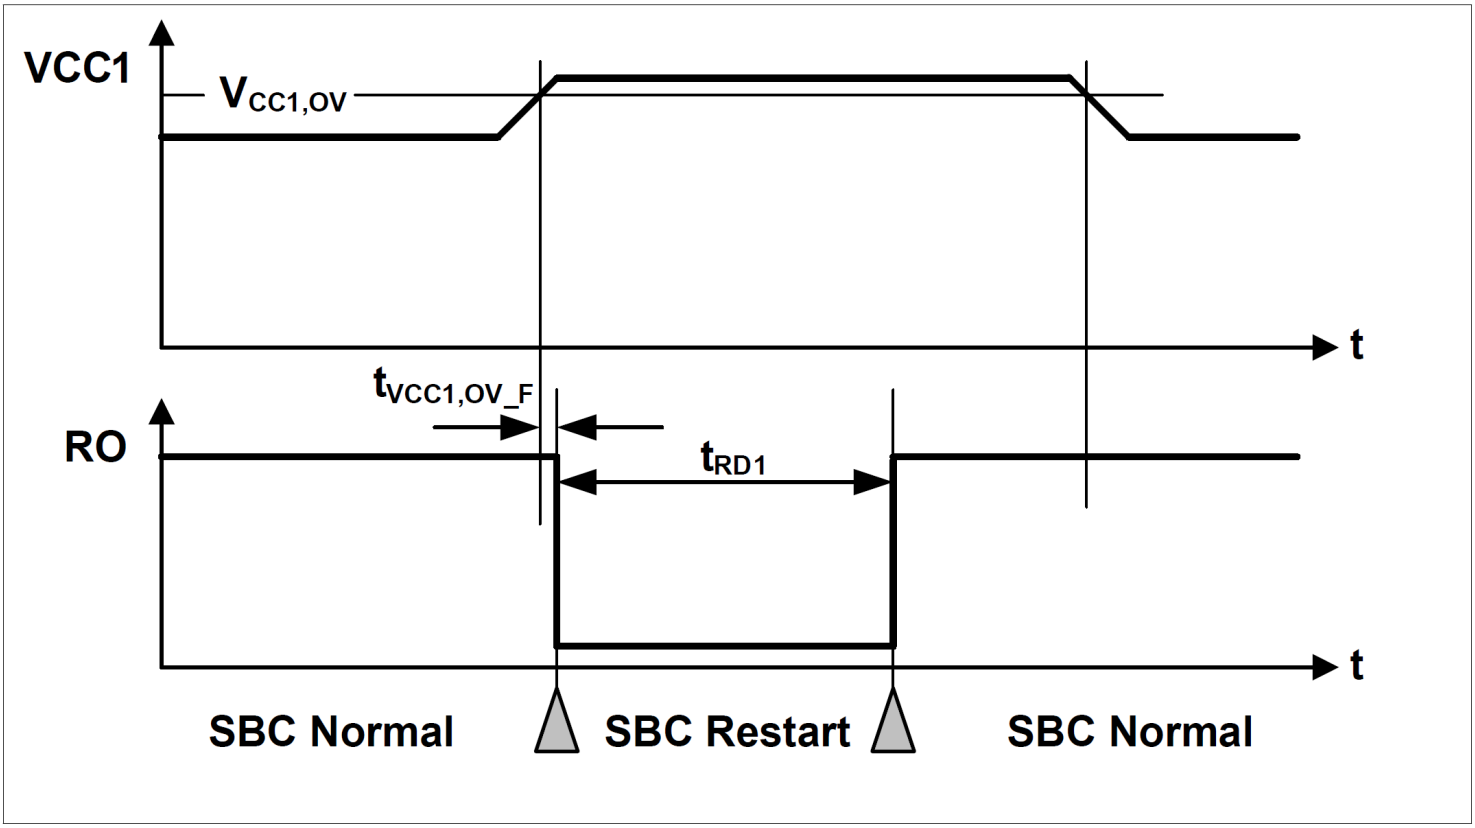

图 58　　VCC1 过压时序图
- 如果VCC1_OV_RST位被置位且CFGP = ‘1’，那么SBC将进入重启模式。FOx输出被激活。在复位延迟时间（tRD1）过后，即使VCC1过压情况仍然存在，SBC也会退出重启模式，恢复到正常模式（另见图58）。VCC1_OV_RST位会自动清零。